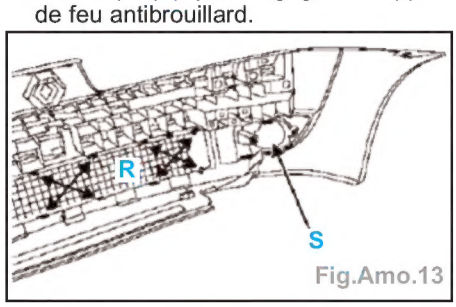

Fig.Amo.13
- Percer les 4 rivets (P), puis dégager les clips (Q).
- Dégager (Fig.Amo.13).
• les clips (R), puis déposer la grille,
• les 4 clips (S), puis dégager le support de feu antibrouillard.